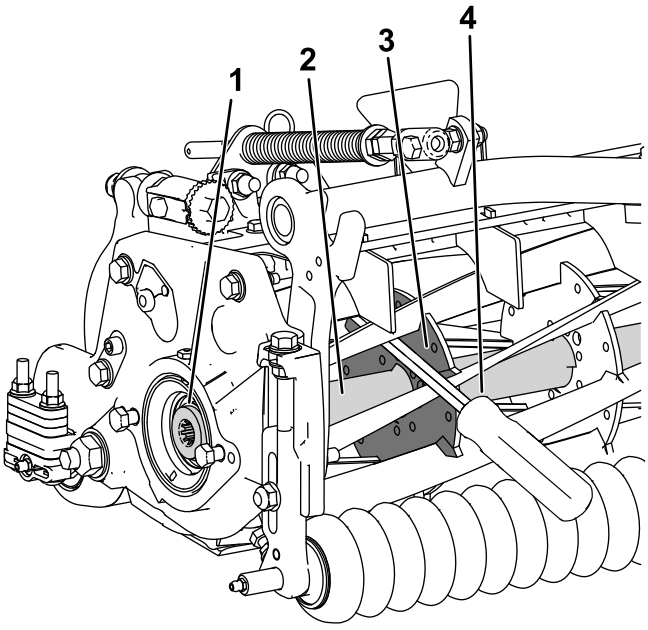

Figur 29
1. För in en bändstång med långt handtag (vi rekommenderar storleken ⅜ x 12 tum med ett skruvmejselhandtag) genom klippcylinderns framsida, närmast sidan på den klippenhet som du ska dra åt (Figur 29).
2. Placera bändstången mot den svetsade sidan på cylinderns inre förstärkning (Figur 29).